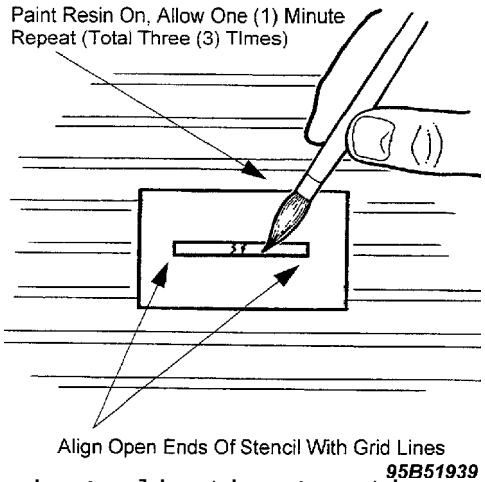

Fig. 1: Resin Application Location
6. Align both ends of the broken grid line with the opening in the stencil and press firmly to attach. See Fig. 1